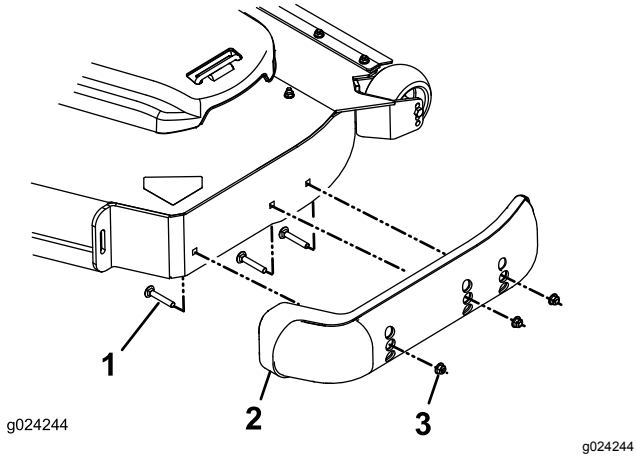

Figur 36
3. Ta bort vagnsbultarna och muttrarna från varje mede (Figur 36).